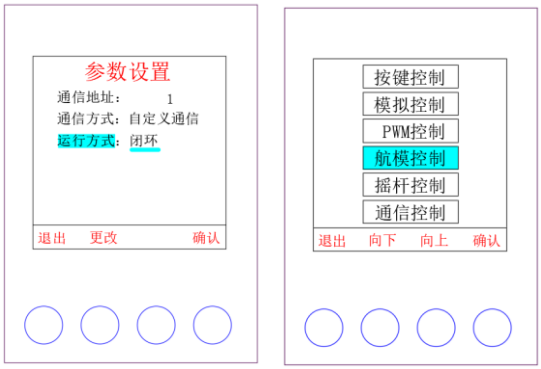

图 6.22 外部航模 PWM 闭环控制的运行模式和控制方式选择界面
- 运行模式可通过按键操作进入参数设置界面进行切换。如图 6.22。
- 控制方式可通过按键操作进入模式选择界面进行切换。如图 6.22。